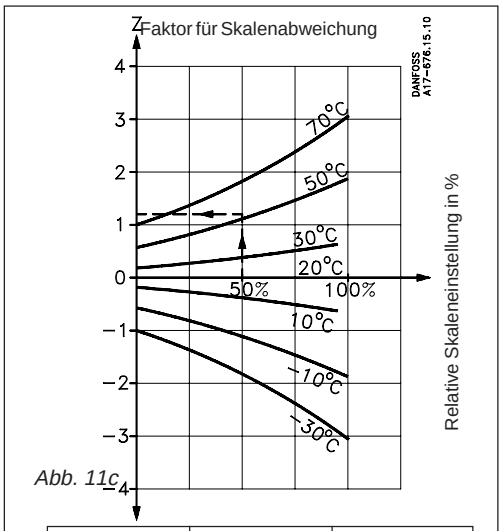

Abb. 11c
Z kann mittels Abb. 11c gefunden werden, während a den Korrekturfaktor in Bezug auf die Tabelle angibt.
Faktor für (siehe Abb. 11c): + 1.2 (Z)